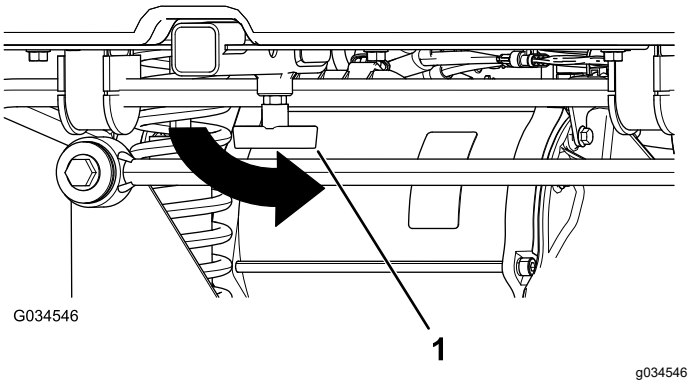

Figuur 18
4. Zet de T-hendel vast door deze linksom te draaien (Figuur 18).